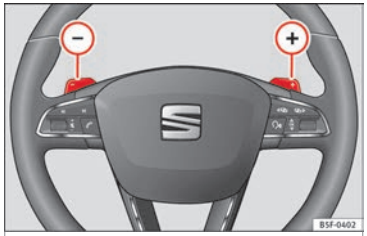

Fig. 205 Steering wheel with two paddle shifts for Tiptronic
- In **D** or **S**, move the steering wheel paddle shifts ››› Fig. 205.
- Pull the right-hand side paddle ⊕ ››› Fig. 205 towards the steering wheel to step up a gear.
- Pull the left-hand side paddle ⊖ ››› Fig. 205 towards the steering wheel step down a gear.
- **OR:** reduce using the steering wheel paddles ››› Fig. 205 ››› page 197.